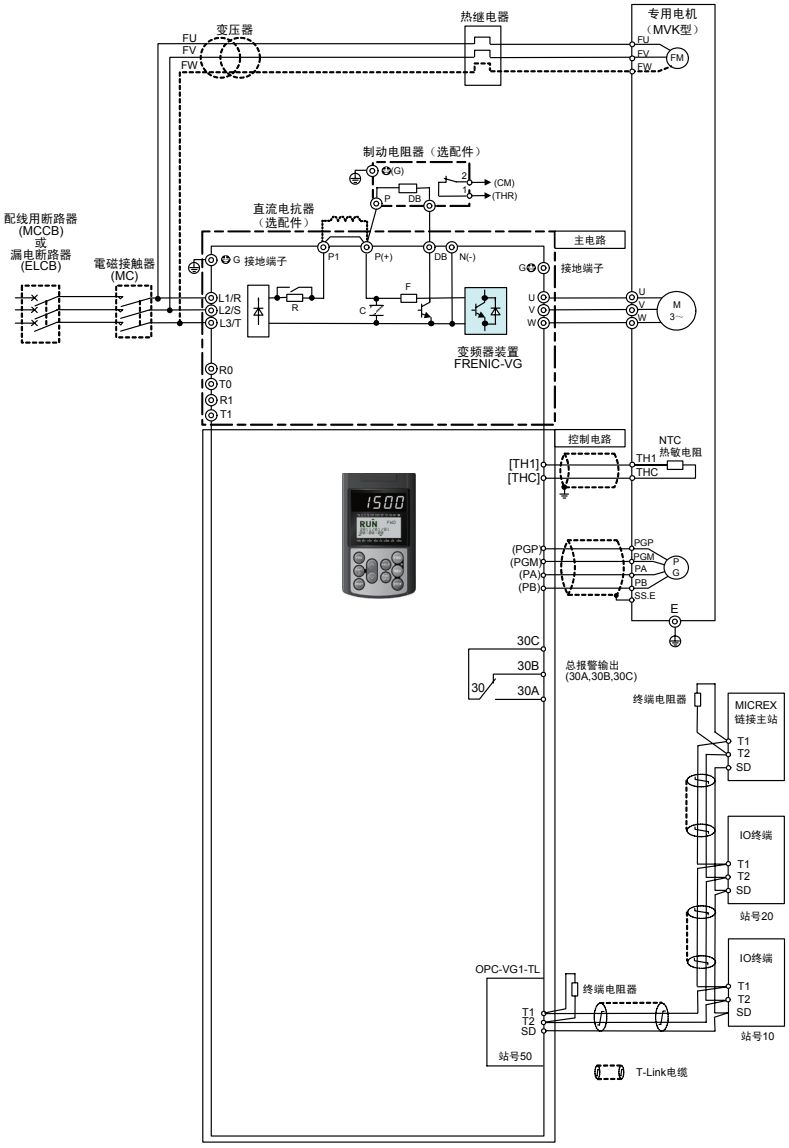

图 6.4.3
(2) 在 T-Link 的两端连接 T-Link 主站附带的终端电阻器 100Ω。
(3) T-Link 电缆必须如基本连接图（图 6.4.3）所示连贯连接。